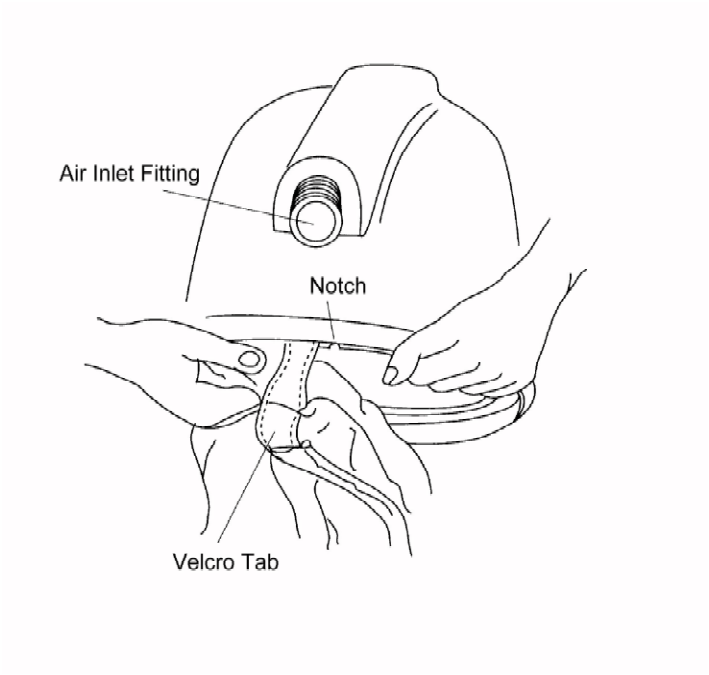

Figure 4: Detachment of cape
(1) Open the Velcro tabs on the cape	See Figure 4
(2) Detach cape	- Slide the ends of the cape to the notch. - Continue sliding one end of the cape out of the groove until the entire cape is detached from the helmet.
(3) Install cape	- To install the cape, separate the Velcro tabs on the cape and slide one end into the groove on the bottom edge of the cape attachment strap, at that point where the groove is notched. - Continue sliding the cape around the bottom of the helmet until the entire cape is completely into the groove. **NOTE!** Spraying a non-toxic silicone-base lubricant into the groove will reduce friction and ease assembly.
(4) lose the Velcro tabs	See Figure 4